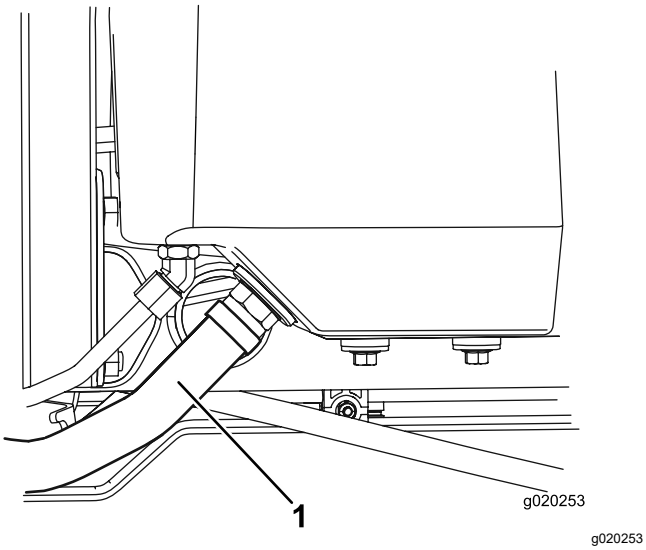

Figur 80
2. Frakobl den store hydraulikslange (Figur 80) fra beholderen, og lad hydraulikvæske løbe ned i en drænbakke.